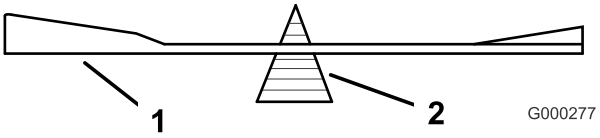

Figur 96
2. Kontroller knivens balance ved at placere den på en afbalanceringsenhed (Figur 96).